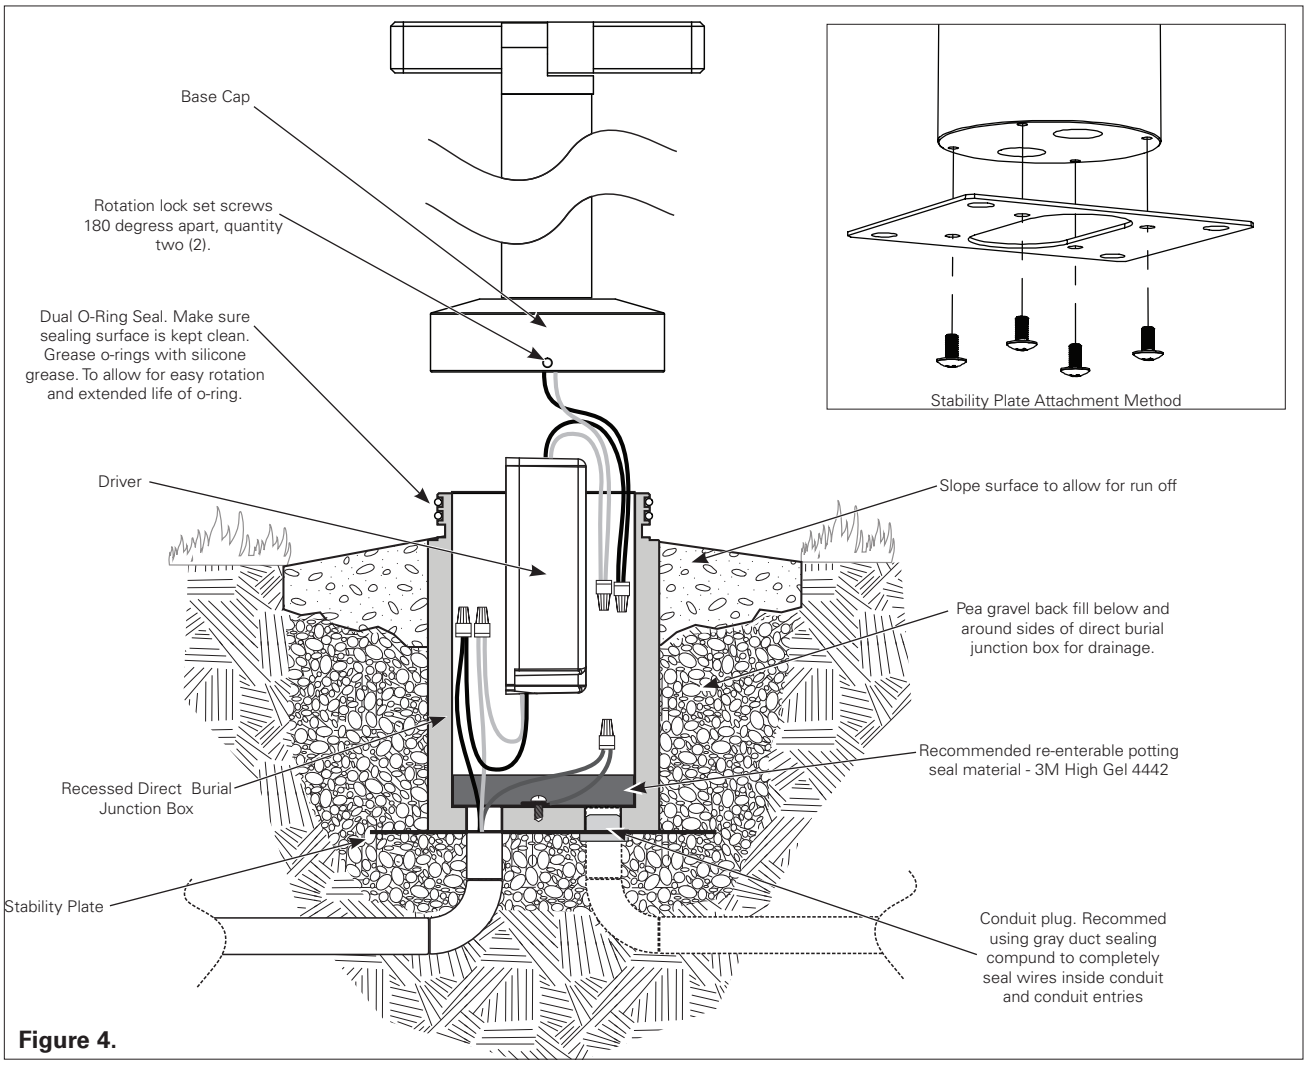

Figure 4.
3. Attach stability mounting plate as needed. Attaches to bottom of junction box with four 10-32 philips head screws - provided. See Figure 4 as reference. The stability plate has been designed to accept 3/8″ anchor bolts for additional support for soil or concrete pour applications.